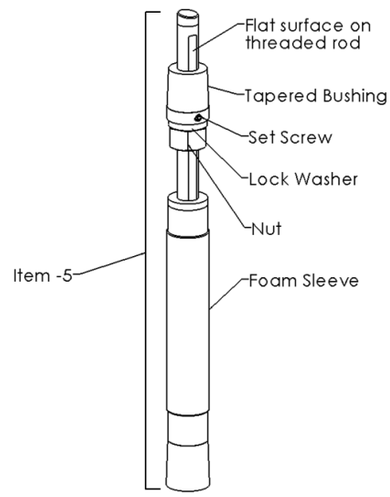

FIGURE 3
10. Before securing the pole product between the floor and the ceiling, make sure the set screw is aligned with the flat surface on the threaded rod. **IMPORTANT:** Set screw should not be tightened at this point. The tapered bushing must be able to slide up and down the threaded rod. (See Figure 3)
14. After pole is secured between the floor and the ceiling, use the Allen wrench (Item-8) to tighten the set screw against the flat surface of the threaded rod. (See Figure 3)
15. Slide foam sleeve upwards to cover the threaded rod and tapered bushing described in Figure 3.